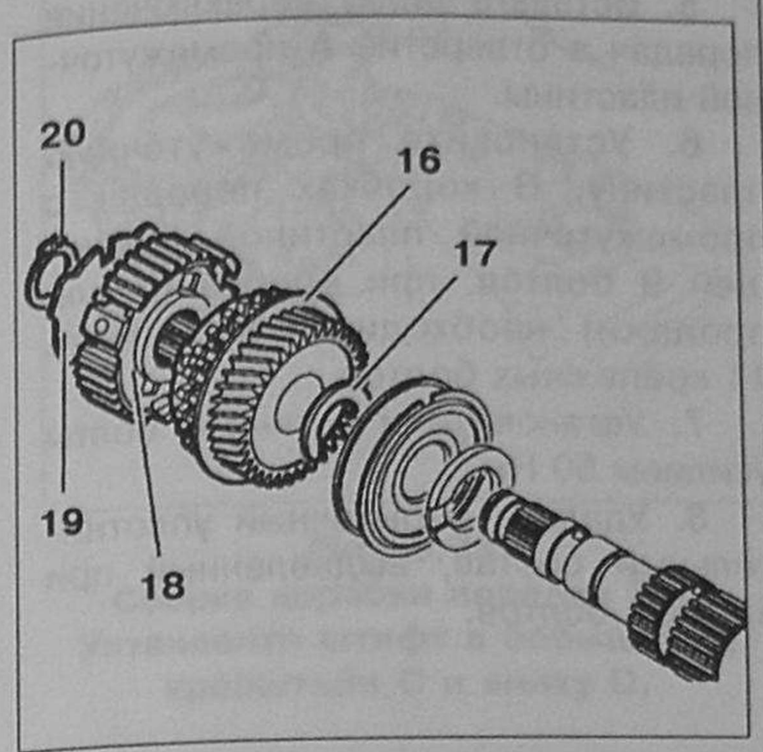

Рис. 8.56. Снимите:
- **упорное полукольцо 17 подшипника (рис. 8.56).**